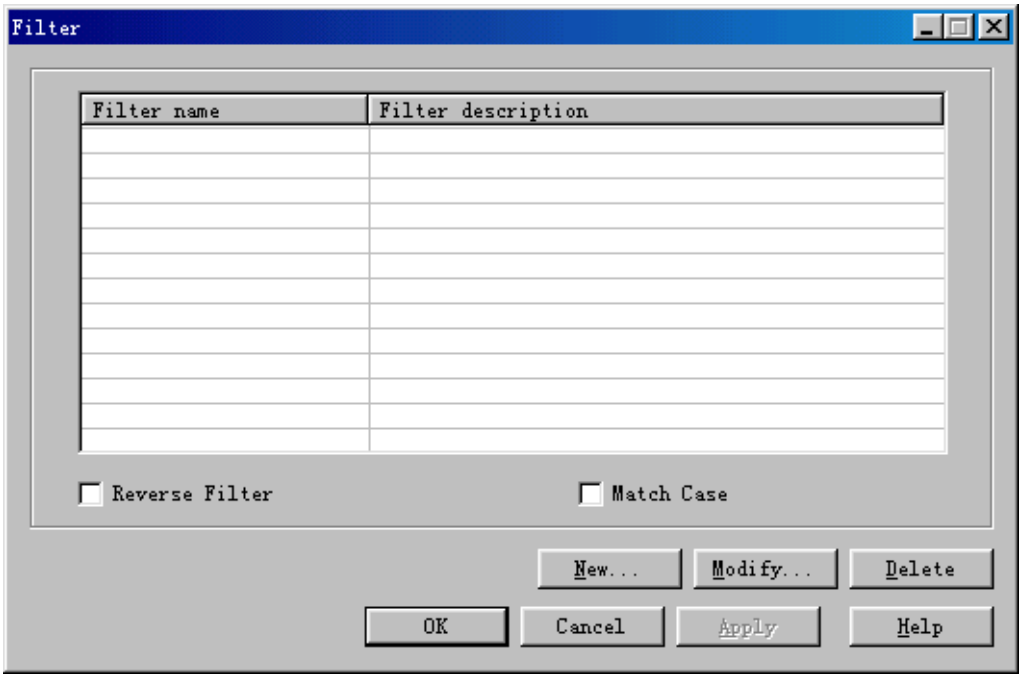

Figure 8-6 Filter dialog box
2) Click **New…** in the **Filter** dialog box as shown in Figure 8-6.